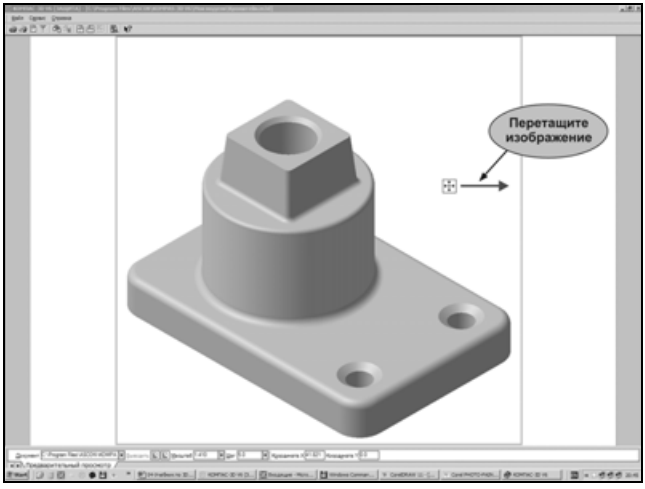

Рис. 2.139
- Для перемещения изображения в центр листа поместите указатель внутрь рамки документа, нажмите левую кнопку мыши и перетащите изображение в нужном направлении (рис. 2.139).